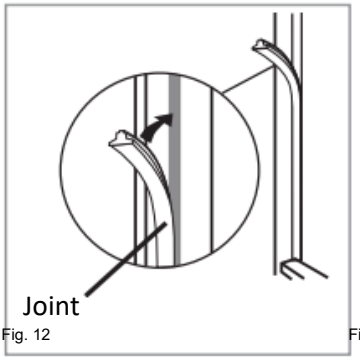

Fig. 12
- Remplissez l'espace du côté non articulé avec le joint d'étanchéité fourni, comme illustré à la Fig. 12.